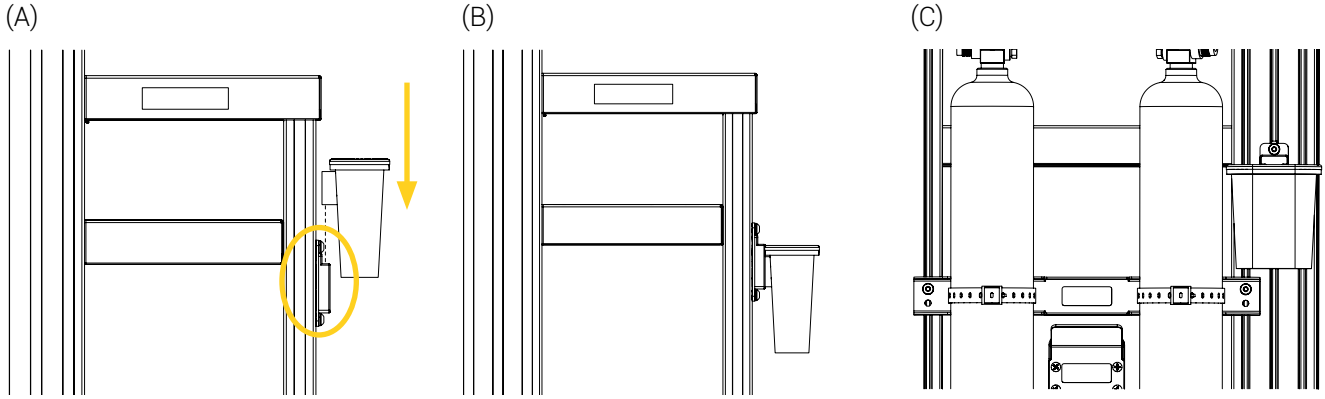

Figure 12 : Installation du bocal d'aspiration Serres (côté et devant du chariot illustré)
1. Insérer le support encastré du bocal dans l'adaptateur Serres, jusqu'au fond de la plaque-support (Figure 12).